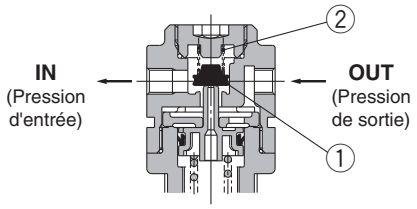

Figure 2
Lorsque la pression à l'admission est coupée et évacuée, la pression à l'admission appliquée au clapete ① est perdue. La force d'appui du clapet ① réside dans la force du ressort ② uniquement. Lorsque la vanne ① s'ouvre sous l'effet de la force de sortie, la pression de sortie sera évacuée côté admission. (Figure 2)